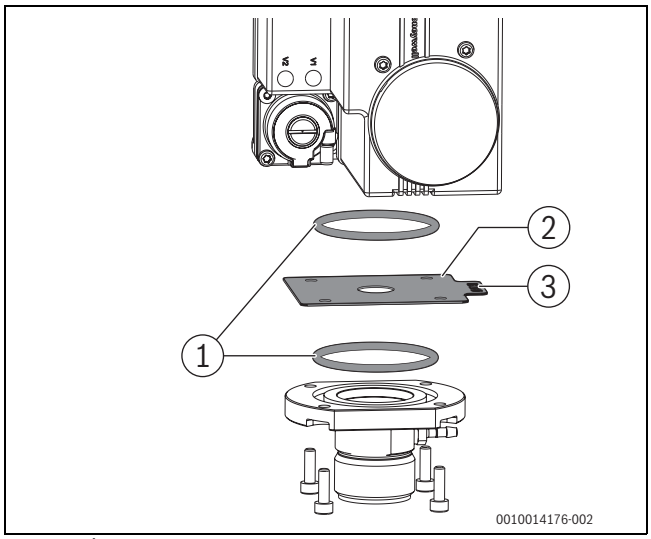

Fig. 27 Înlocuirea diafragmei de gaz (dimensiune cazan 75; 100; 150 [până la V03]; 200 – 300 kW)
- ▶ Demontați diafragma de gaz (→Fig. 27 și 28, [2]) și înlocuiți-o cu diafragma de gaz corespunzătoare tipului de gaz inclusă în pachetul de livrare (→Tab. 9).
- ▶ Verificați o-ringurile (→Fig. 27 și 28, [1] în privința deteriorării și înlocuiți-le, dacă este cazul.
- ▶ **Dimensiune cazan 75; 100; 150 [până la V03]; 200 – 300 kW:** introduceți diafragma de gaz cu inscripționarea (→Fig. 27 [3]) în sus, cu eticheta cu inscripționare orientată spre dreapta.